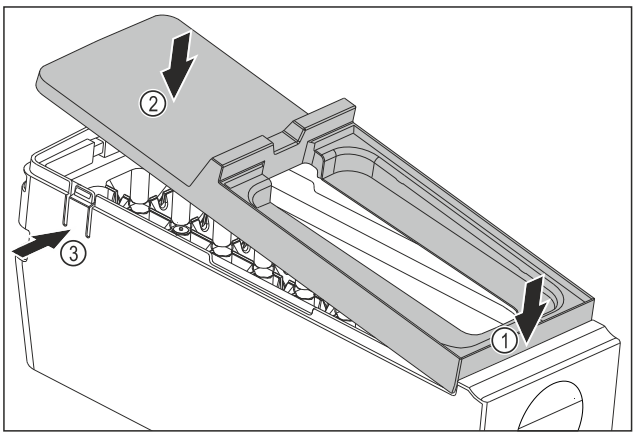

Fig. 113
- ▶ Montați apărătoarea corpului EasyTwist-Ice: Așezați în față apărătoarea. *Fig. 113 (1)*
- ▶ Coborâți în spate apărătoarea. *Fig. 113 (2)*
- ▷ Apărătoarea se fixează în poziție cu zgomot specific în cele două eclise *Fig. 113 (3)*.